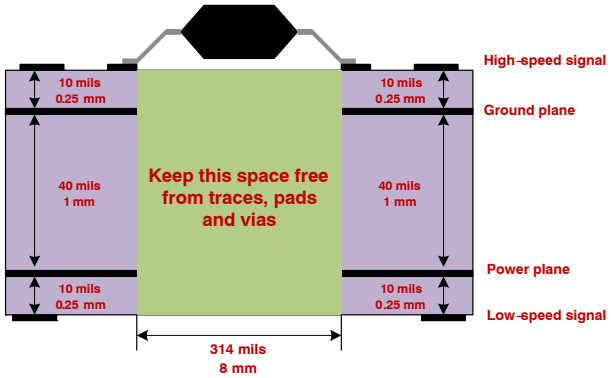

Figure 63. Recommended Layer Stack
- To ensure isolation performance between the primary and secondary side, any PCB traces or copper should be not placed under the driver device as shown in Figure 63. A PCB cutout is recommended to avoid contamination that may impair the isolation performance of NCP51560.